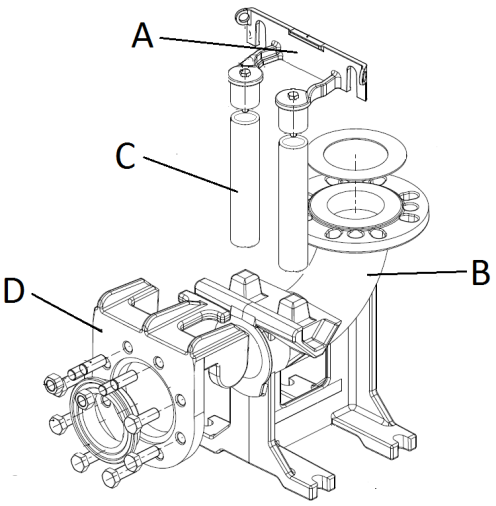

Fig. 5
- Fix the upper bracket for the guide pipes (fig. 5 – pos. A) to the edge of the pit.
- Locate at bottom of pit the foot pedestal for the automatic coupling (fig. 5 – pos. B) and check that the guide pipe conical fixations are perfectly perpendicolar and leveled to the correspondent fixations of the upper bracket located to the edge of the pit.
- Mark the position of the slots in the support foot, then measure the exact length of the guiding pipes (fig. 5 - pos. C).
- Assemble the special skid-flange (fig. 5 – pos. D) on the delivery outlet of the pump and hook the rope or chain to the handle or slot located on the upper part of it.